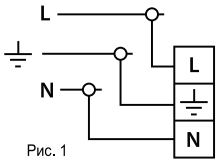

Рис. 1
3. З'єднайте підготовлені кінці проводів до проводів світильника позначених L, N, ⏚ способом допустимим «Правилами улаштування електроустановок». Lumin'arte® рекомендує застосовувати клемні колодки (Рис. 1).